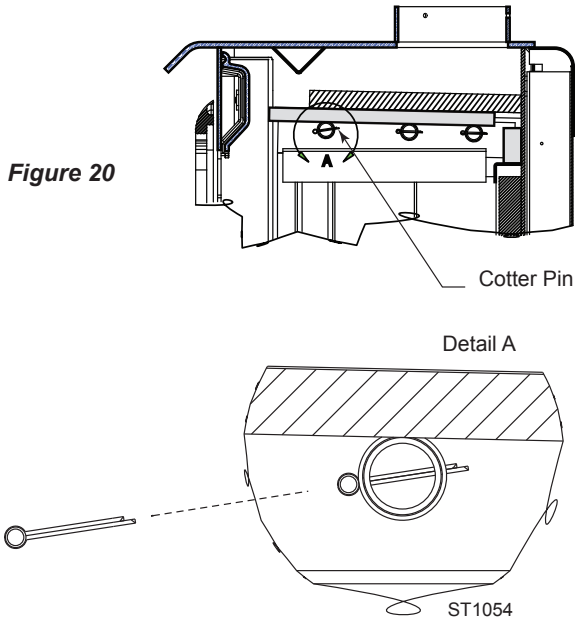

Figure 20
1. Pull the cotter pin from the retaining collar on the front tube. *Figure 20*